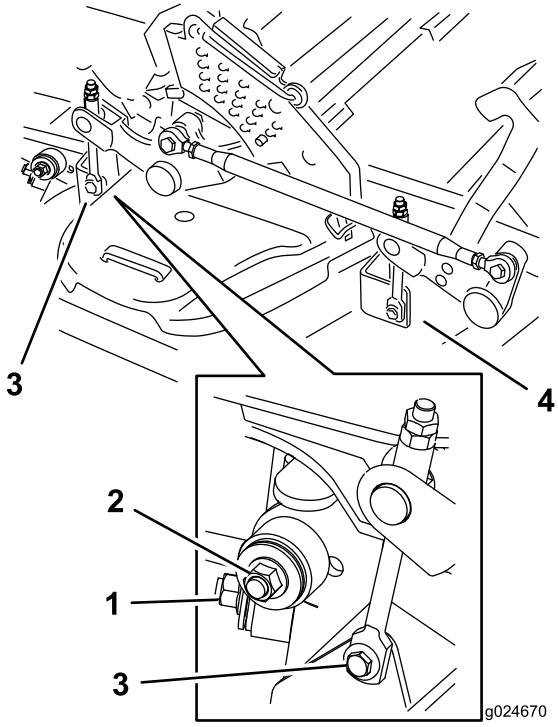

Figur 96
7. Ta bort och håll reda på beslagen på däckets båda sidor enligt Figur 96.